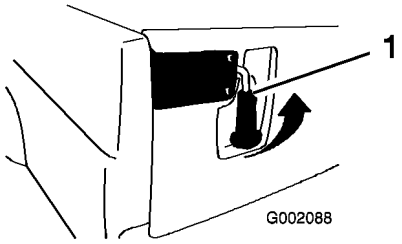

Figur 26
1. For å åpne låsene på baklemmen, løft låsehåndtakene opp (Figur 26). Låsene bøyer seg mot midten av baklemmen. Senk baklemmen sakte.